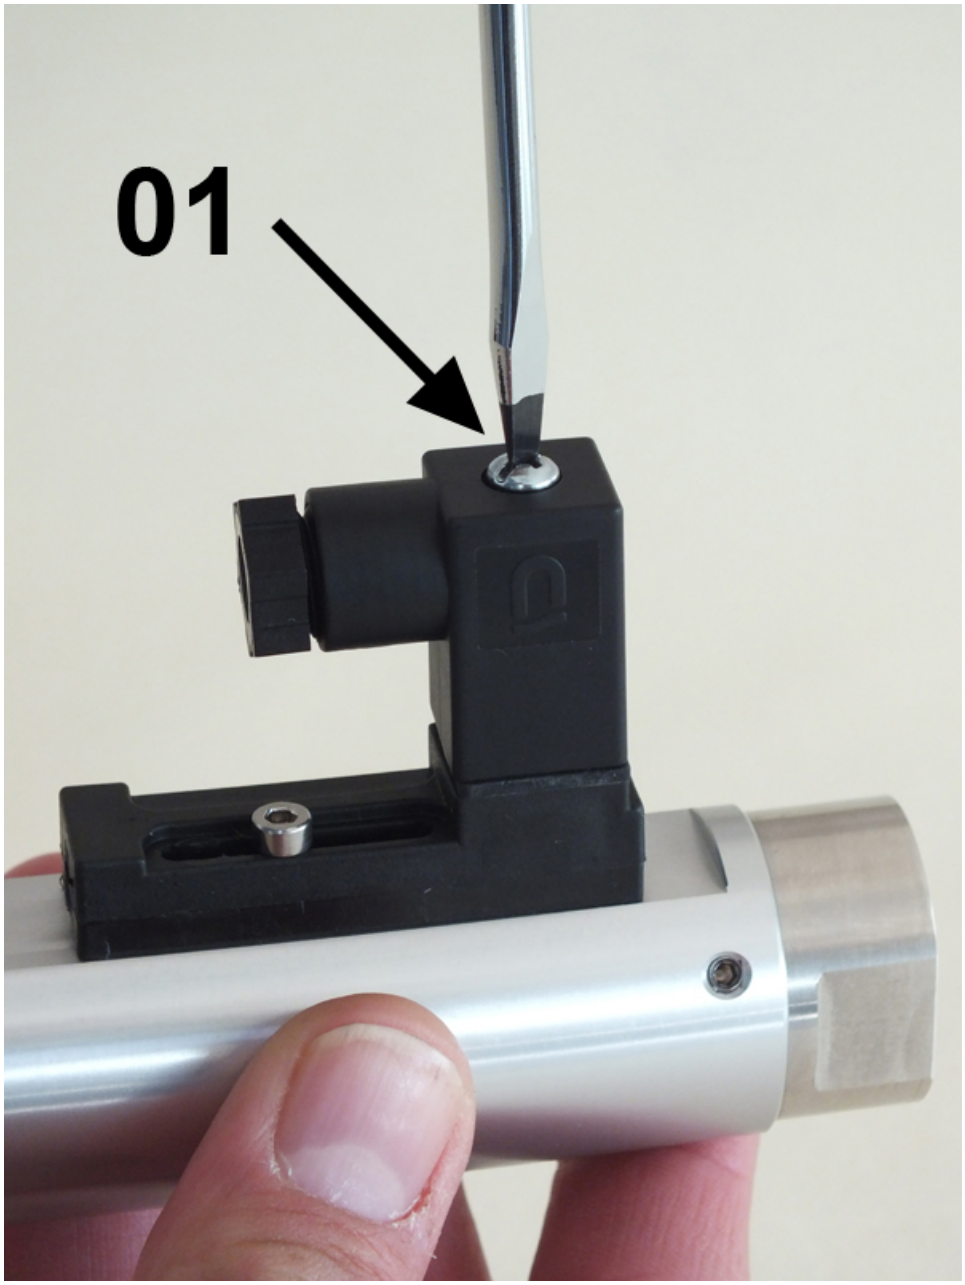

Abb. 21: Steckerdose lösen
1. Befestigungsschraube (*Abb. 21*/01) von der Steckerdose lösen
9. Steckerdose auf Gerätestecker stecken und Befestigungsschraube (*Abb. 21*/01) anziehen